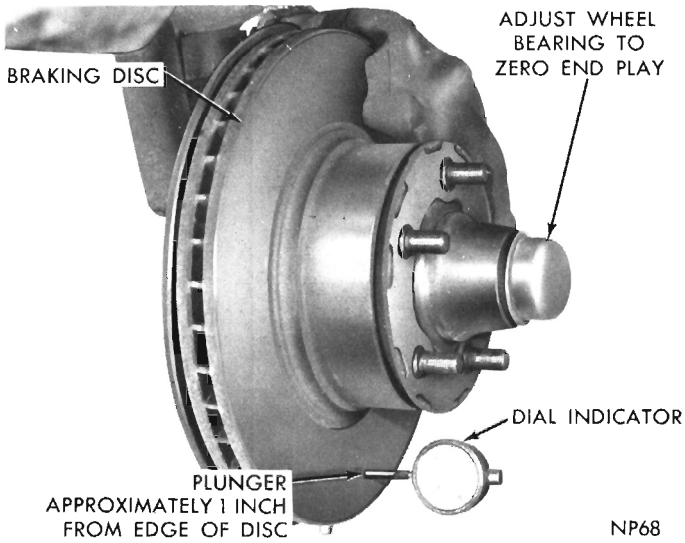

Fig. 18—Checking Braking Disc for Run-out
Before installing caliper assembly over brake disc, check disc for runout. Mount a dial indicator (Fig. 18) and check lateral runout. Runout should not exceed .005 inch.
(1) Slide brake hub and disc assembly on spindle.
(2) Install outer bearing, thrust washer, and nut.
(3) Tighten wheel bearing adjusting nut to 90 inch-pounds while rotating hub and disc.
(4) Position lock nut on nut with one pair of slots in line with cotter pin hole.
(5) Back off adjusting nut and lock assembly one slot then install cotter pin. The resulting adjustment should be zero (no preload) to .003 inch end play. (This is very important, when checking disc runout.)
(6) Install a dial indicator C-3339 (Fig. 18) and check runout of disc outer surface. The runout should not exceed .005 inch.
(7) Clean grease cap, coating inside with wheel grease (do not fill) and install the cap.
(8) Install caliper assembly as described in "Brake Shoe Installation."
(9) Install wheel and tire assembly and wheel cover.
(10) Remove jackstands or lower hoist.
(11) Road test vehicle as described in "Installing Caliper."